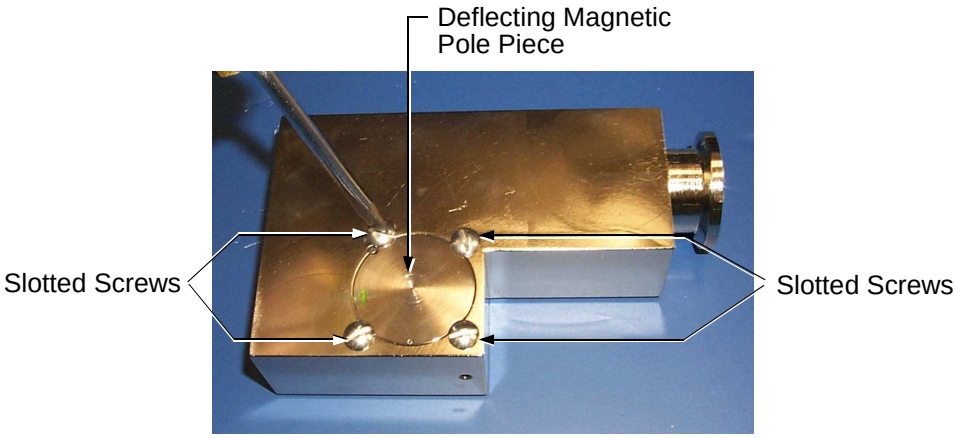

Figure 5-37 Deflecting Magnetic Pole Piece Slotted Screws
1. Remove the 4 slotted screws to free the deflecting magnetic pole piece (Figure 5-37).